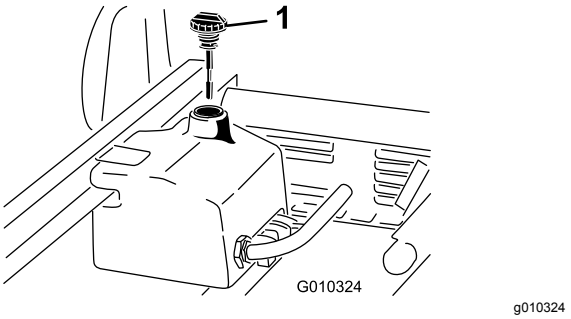

Rysunek 21
1. Oczyść obszar wokół szyjki wlewu i korka zbiornika hydraulicznego (Rysunek 21).
3. Wyjmij wskaźnik poziomu (Rysunek 21) z szyjki wlewu i przetrzyj go czystą szmatką.